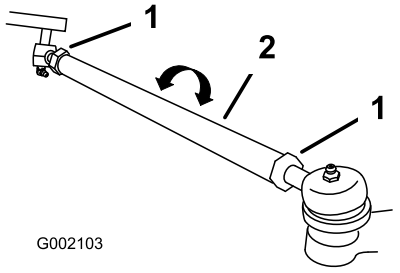

Figur 45
3. Hvis målingen ikke falder inden for de specificerede mål (læs om dimensioner og parametre i begyndelsen af denne procedure), skal kontramøtrikkerne løsnes i begge ender af forbindelsesstængerne (Figur 45).